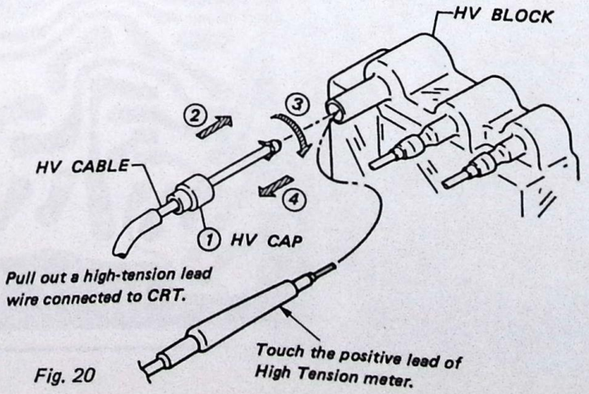

Fig. 20
2. *Connect the positive lead of the high tension meter to the HV. DC block and the negative lead to the ground lug beside the heat sink as shown in Fig. 20.*